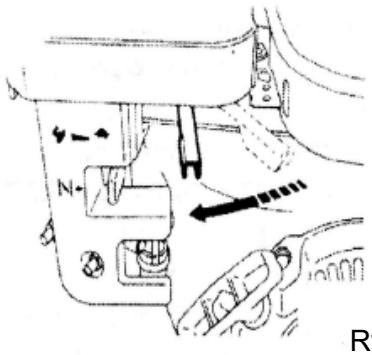

Rys. 9
2. Przestawić dźwignię regulacji prędkości z pozycji niskiej na wysoką. Gdy prędkość obrotowa silnika osiągnie około 2300 – 2600 obr./min, następuje załączenie sprzęgła odśrodkowego. W przypadku zbyt powolnego zwiększania prędkości, może dojść do poślizgu sprzęgła. Nie przestawiać dźwigni regulacji prędkości zbyt wolno. (Rys. 9, 10)